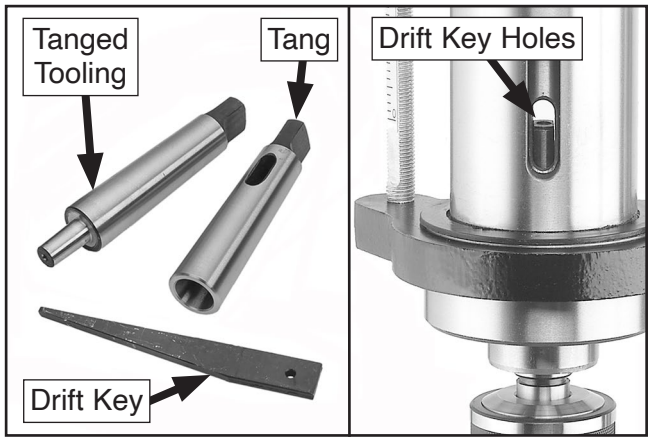

Figure 43. Example of tanged MT#3 tooling, drift key, and drift key holes in quill/spindle.
Tanged tooling (see **Figure 43**) is held in the spindle by a press fit or "friction fit" when the tooling taper matches the spindle taper. The tang engages with a slot in the spindle to prevent the tool from spinning freely.
This machine is equipped with drift key and drift key holes in the spindle and quill to assist in the removal of tanged tooling (see **Figure 43**).
4. Insert MT#3 tooling into spindle, and engage tang (see **Figure 43**) with slot inside spindle.
2. Lower quill and rotate spindle by hand until drift key holes in spindle and quill are aligned (see **Figure 43**).